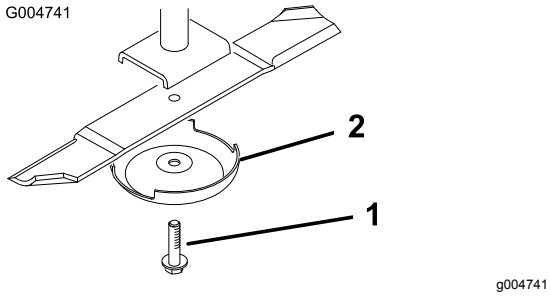

Figur 24
3. Fjern knivbolten, antiskalperingsvernet og kniven fra spindelakselen (Figur 24).